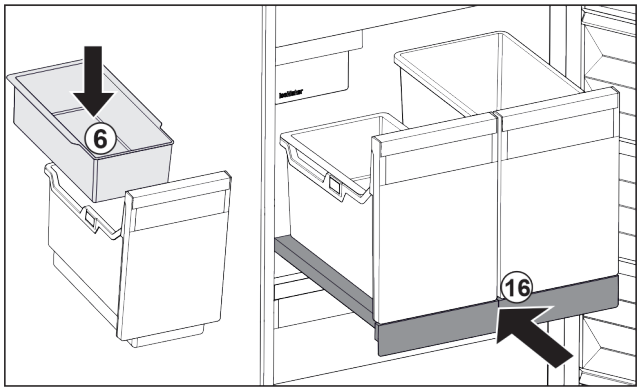

Fig. 30
▶ Einhängeschale *Fig. 30 (6)* für Eiswürfel einsetzen.
▶ Auszugsbord mit Behälter (IceTower) einschieben. *Fig. 30 (16)*